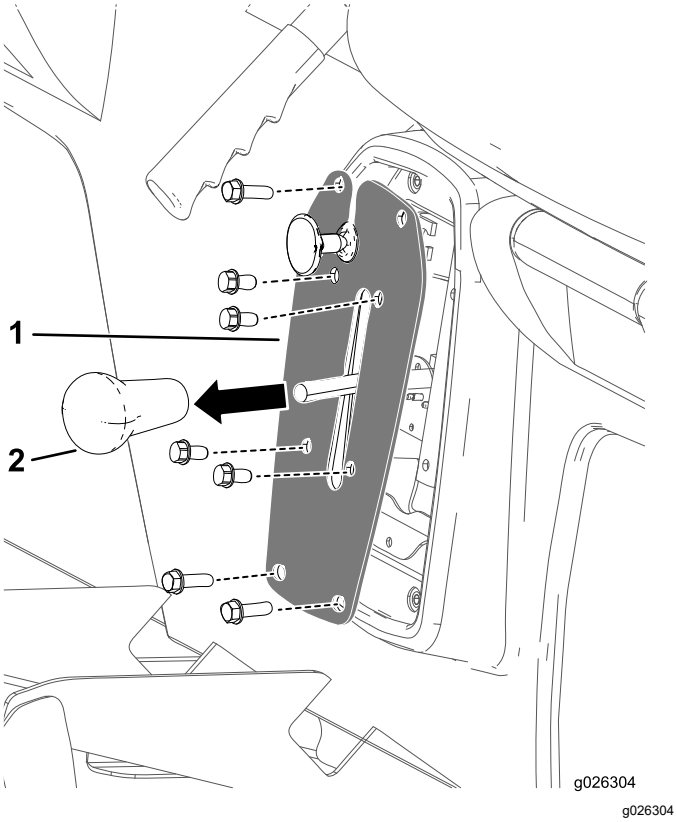

Figur 42
1. Ta bort knoppen från växelspaken (Figur 42).
2. Ta bort de fyra skruvarna som håller fast växelspaksplattan på växelspaksfästet (Figur 42).
3. Ta bort de fyra skruvarna som håller fast växelspaksplattan vid sätessockeln och ta bort växelspaksplattan (Figur 42).
4. Gänga på växelspakens knopp och dra åt den för hand (Figur 42).